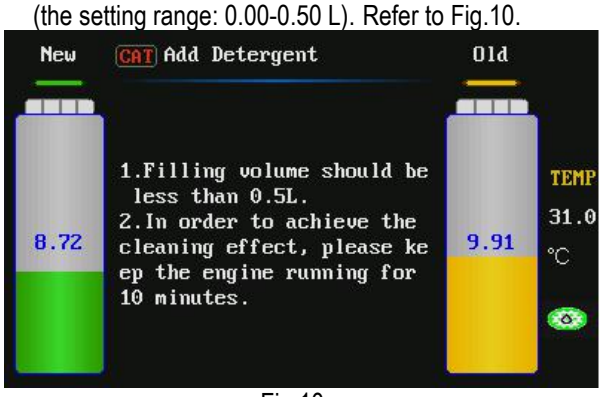

Fig.10
1) Select the function of "Add ATF detergent" in main menu, and set the amount of the detergent to be filled (the setting range: 0.00-0.50 L). Refer to Fig.10.